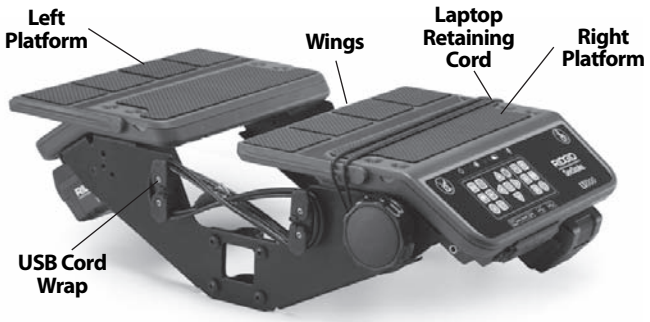

Figure 7 – Lowering the Platform Wings
5. Lead the LT1000 USB cord to the laptop's USB port and plug it into the port. Wrap any excess cord onto the USB cord wraps. (*See Figure 7.)*